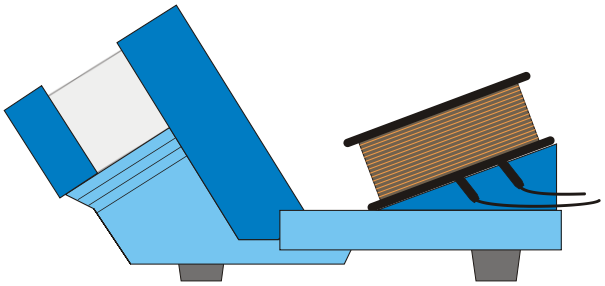

Fig. 3b Aufbau der Zusatzspule
- Spule mit Experimentierkabeln verschalten (siehe Fig. 3b).